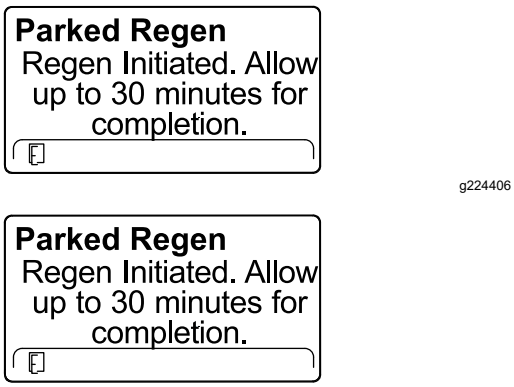

Figur 56
6. InfoCenter viser tid for å fullføre meldingen (Figur 56).